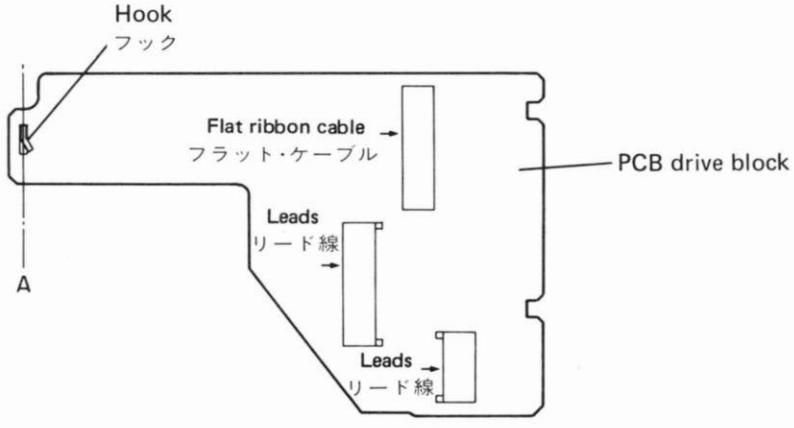

Fig. 2-6
I. Remove the flat ribbon cable and leads of the PCB drive block, then bend the hook back over the hole (on line A) as shown in Fig. 2-6 using pliers.
I．PCB DRIVE BLK のフラット・ケーブル及びリード線（図2-6)を外し，図2-6 のフックの曲げをプライヤー等で穴上（A線上）に曲げ戻す．